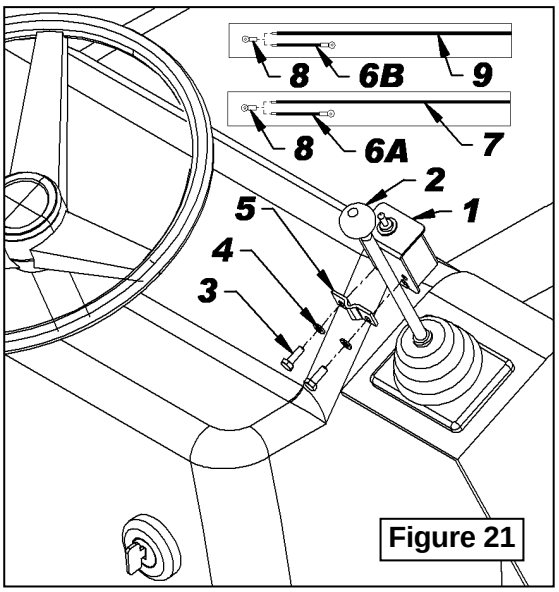

Figure 21
***(Figures 21 to 23)***
1. **Figure 21:** Place the switchbox (item 1) on the lever in a position that will be comfortable when the hand is on the knob and attach with the box clamp (item 5), two 1/4" NC x 1" hex bolts and two 1/4" lockwashers (items 3-4).
3. **Figure 21:** Strip 1/4" from the end of the wires (items 7-9) as well as from the two yellow wires (items 6).
4. **Figure 21:** Twist the red wire end (item 7) with a yellow wire (item 6A) and the black wire end (item 9) with the other yellow wire (item 6B).
5. **Figure 21:** Install the two identical round terminals (item 8) on the twisted ends.